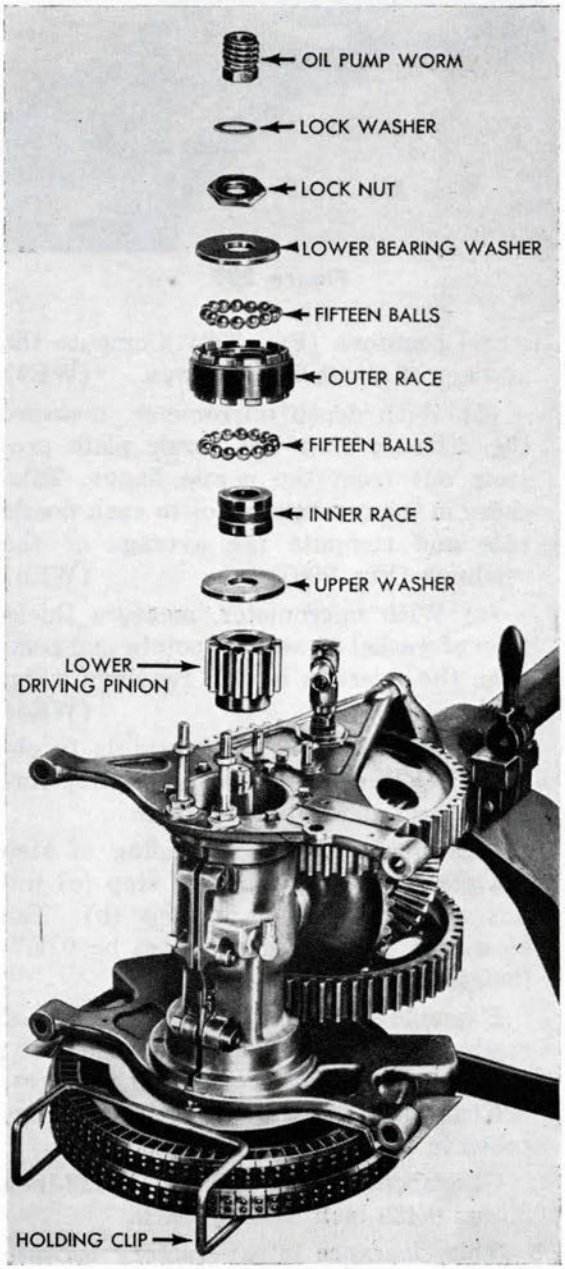

Figure 212
(b) Turn gear train over and place holding clip over edges of both turbine wheels (Fig. 212). (454)
47. Assemble lower turbine spindle bearing (Fig. 212):